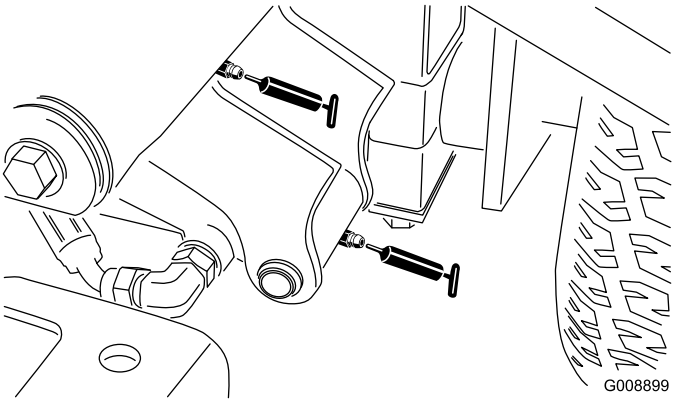

Figuur 34
- Draaipunt van voorste hefarm links en hefcilinder (2) (Figuur 34)